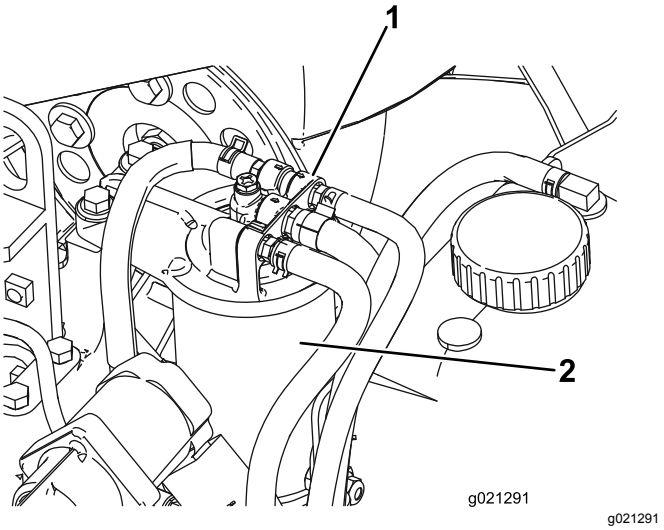

Figur 58
1. Gör rent området kring bränslefilterhuvudet (Figur 58).
2. Demontera filtret och rengör filterhuvudets monteringsyta (Figur 58).